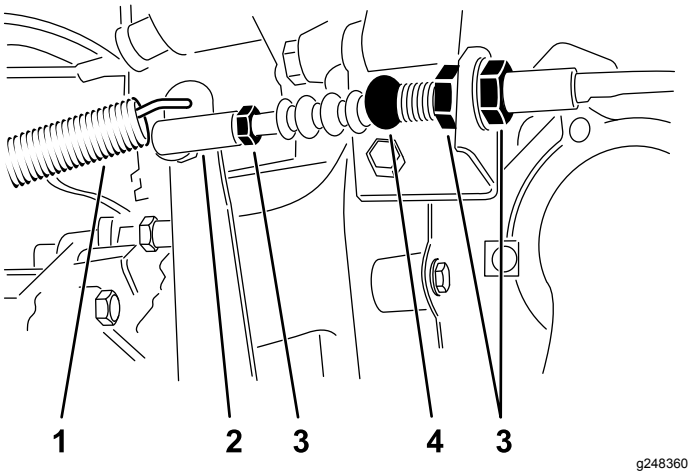

**Figur 63**
1. Løsn de kontramøtrikker, der fastgør koblingskablet til konsollen på klokkehuset (Figur 63).